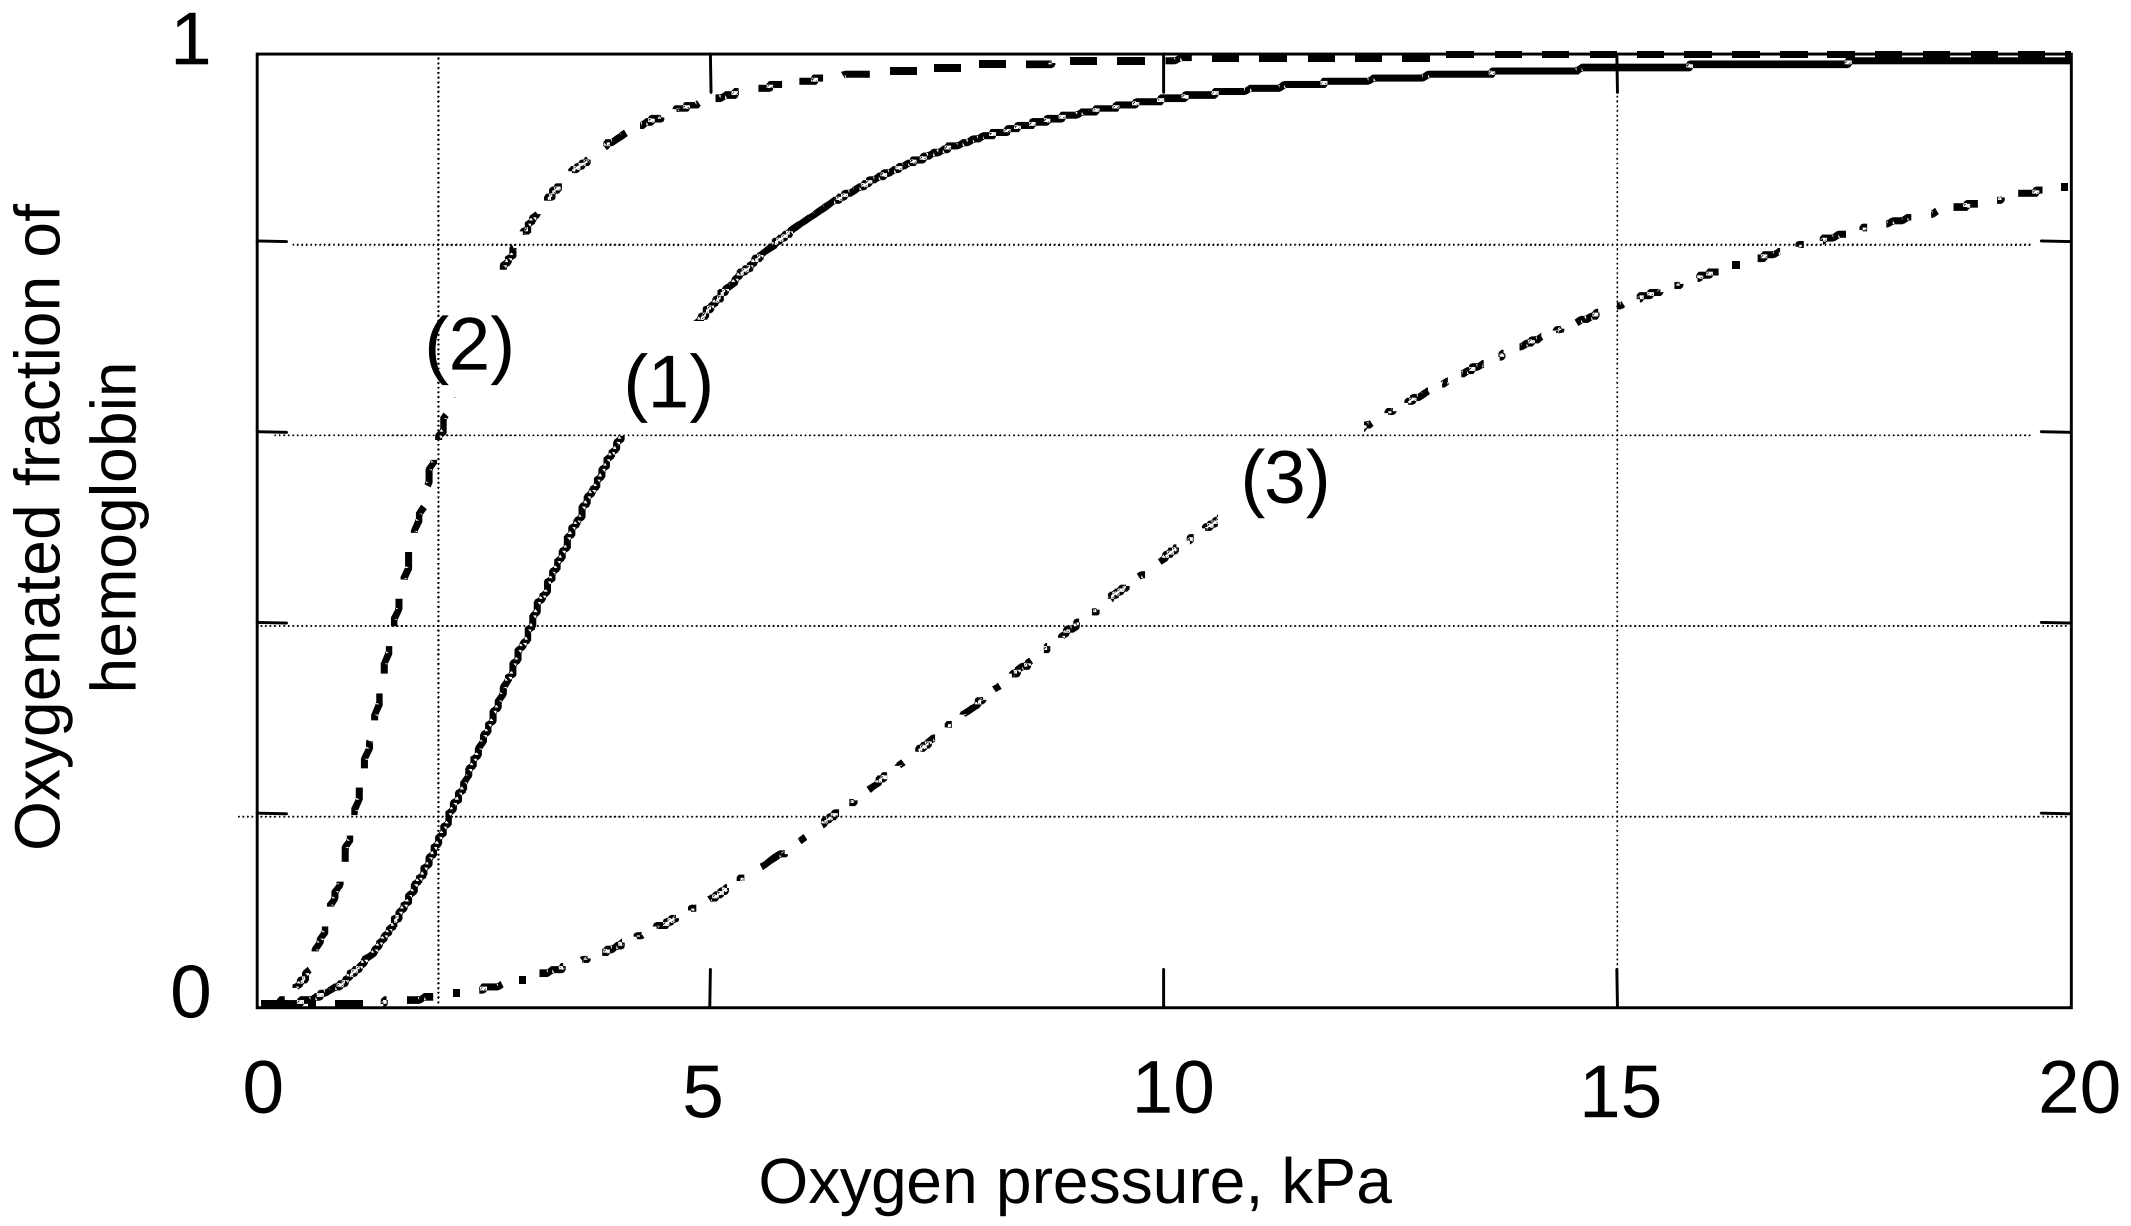

Figure 1
Each Hb molecule can take up four molecules of O_2. Blood in contact with O_2 absorbs a fraction of this amount, depending on the oxygen pressure, as shown in Figure 1 (curve 1). Also shown are the curves (2) and (3) for blood with two kinds of deficient Hb. These occur in patients with certain hereditary diseases.
1.2 Estimate from Figure 1 (to 2 significant figures) how many moles of O_2 are deposited in muscle tissue when one mole of Hb travels from the lungs to the muscles and back again for the three different types of Hb.